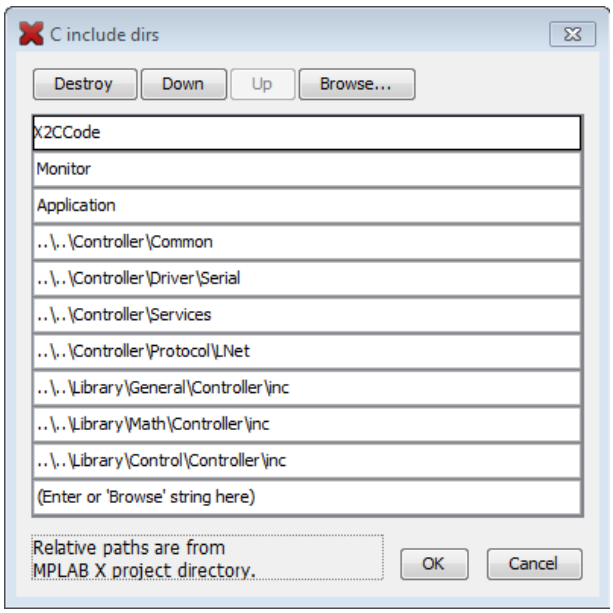

Figure 29: Default path variables for the include files
3. In the case the demo application is copied/moved to a different location, the include paths have to be adapted. To ensure the compiler uses the correct path variables right click on the **Projectname** → **Properties** → **XC16 Global Options** → **xc16-gcc**. In the drop down menu **Option categories** choose **Preprocessing and messages**. Click on the dots beside *C include dirs*. There are relative paths to the needed include files listed as seen in Figure 29. Correct the links by double clicking on the path variables.